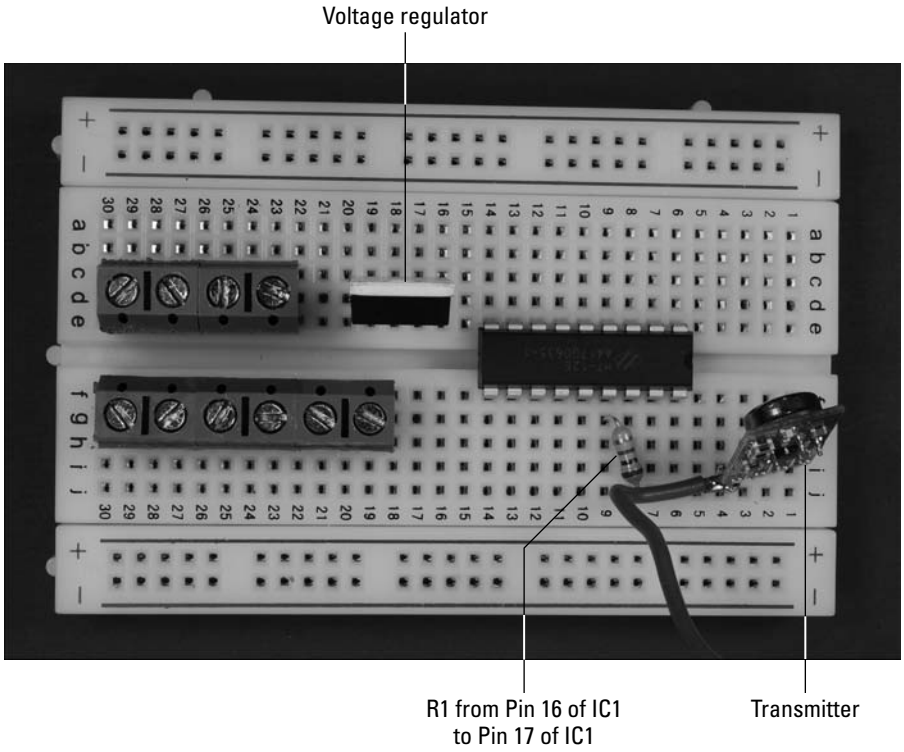

Figure 13-9: Insert a resistor, voltage regulator, and the transmitter on the breadboard.
3. **Insert the voltage regulator (VR1), a 1 megohm resistor (R1), and the transmitter module on the breadboard, as shown in Figure 13-9.**